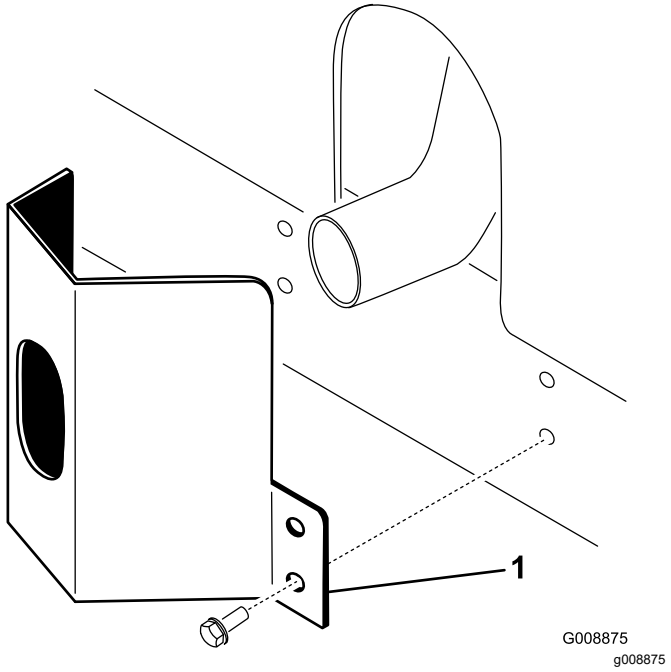

Figur 36
1. Placera avgasskyddet runt ljuddämparen och passa in monteringshålen mot hålen i ramen (Figur 36).
2. Fäst avgasskyddet vid ramen med fyra självgängande skruvar (Figur 36).